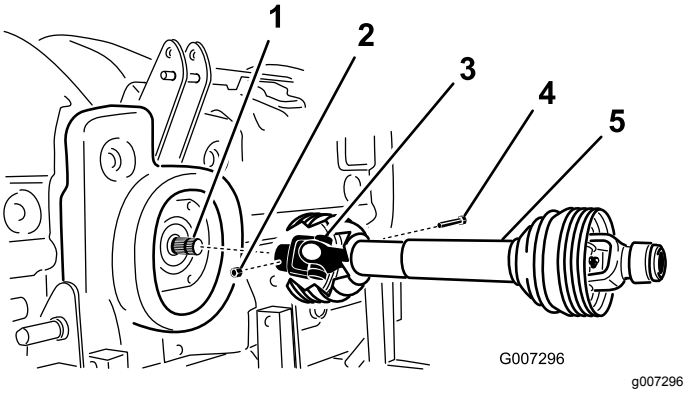

Figuur 11
2. Verbind de aftakas met de ingaande as van de tandwielkast; gebruik hierbij een ½" x 3" bout en ½" moer (Figuur 11).